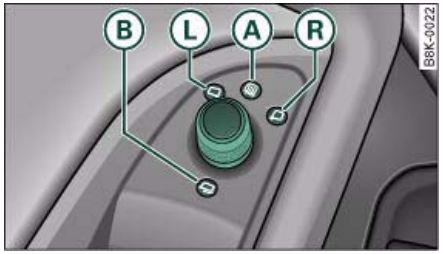

Fig. 72 Detail of the armrest: Adjuster knob
– Turn the adjuster knob to position (L) (left exterior mirror) or position (R) (right exterior mirror) ⇒ fig. 72.
When reverse gear is engaged, the mirror surface tilts slightly downwards, provided the mirror control is switched to the exterior mirror on the passenger's side (knob in position (R) ⇒ fig. 72). This provides a better view of the kerb when parking.